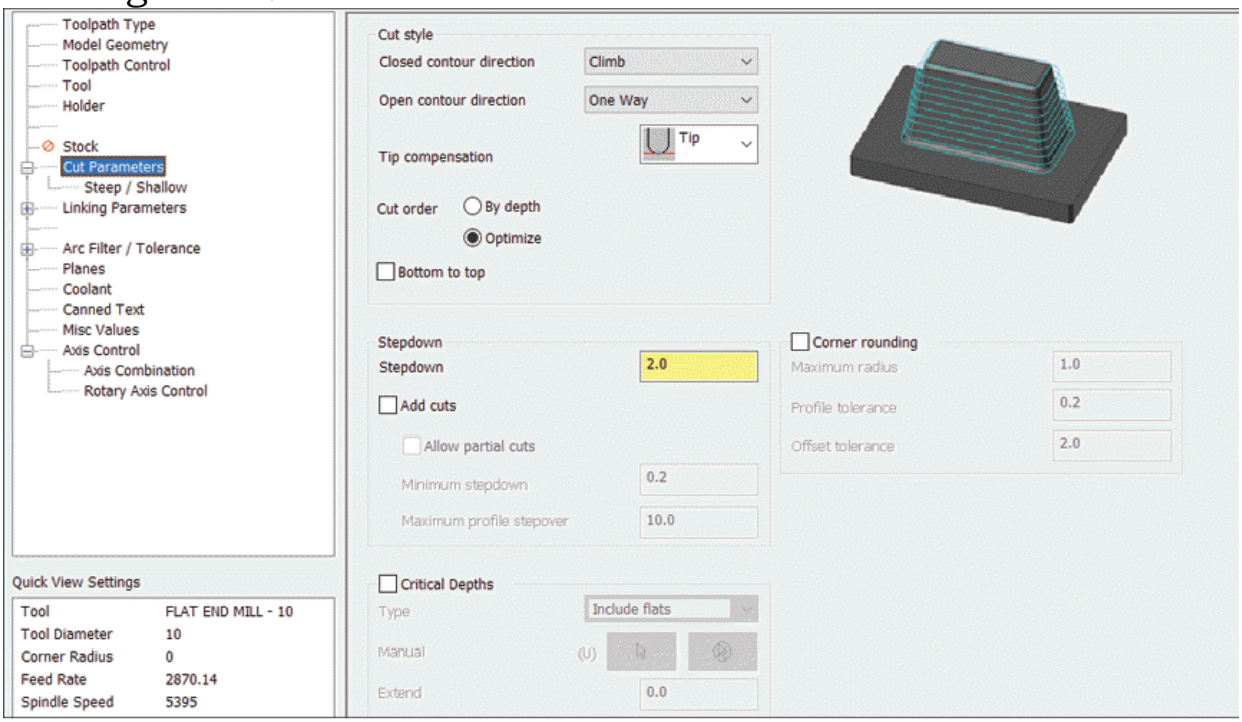

Figure-42. Cut Parameters page in 3D High Speed Toolpaths-Waterline dialog box
- Click on the **Cut Parameters** option from the left area of dialog box to display options related to cutting strategy; refer to Figure-42.